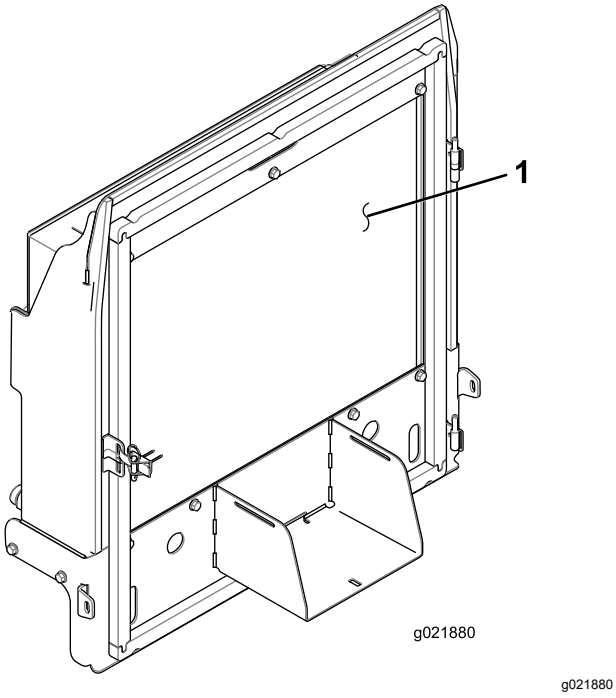

Figuur 94
4. Reinig beide zijden van de radiateur/oliekoeler grondig met perslucht (Figuur 94).